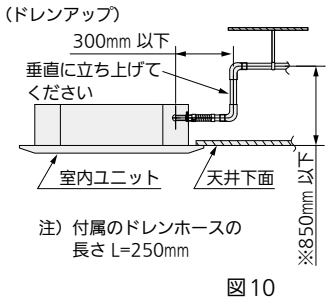

図10
- ドレン配管高さは天井下面より850㎜を限度として上げることができます。特性上ドレンアップ高が高いほど排水音が低くなります。このためドレンアップ配管高さは300㎜以上を推奨します。　（※絶対に 850㎜より高くしないでください）　（図10）